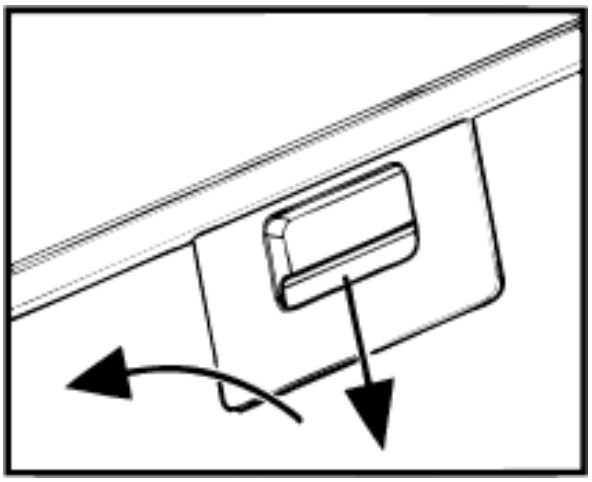

Рис.7
8.6 Для зняття алюмінієвого фільтру (рис.7) слід натиснути на пружинну засувку і, потягнувши на себе і вниз, зняти фільтр з панелі. Встановлення фільтру виконується в зворотному порядку.